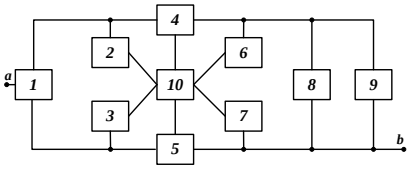

Рис. 2
7. Для восстанавливаемой системы с НФС, показанной на рис. 2, известны показатели надежности элементов: